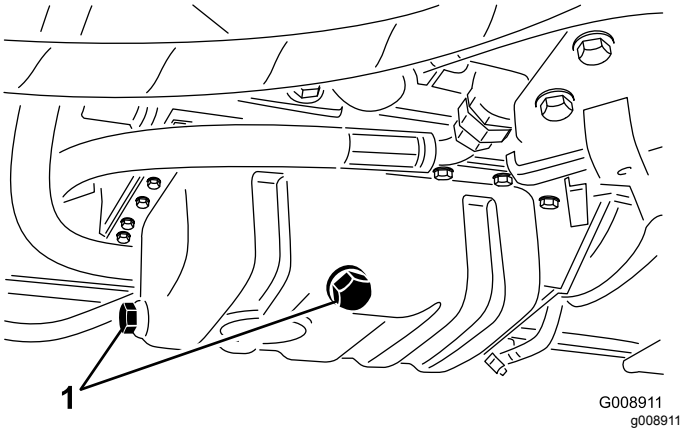

Rysunek 45
1. Odkręć korek spustowy (Rysunek 45) i poczekaj, aż olej ścieknie do naczynia do spuszczania oleju.